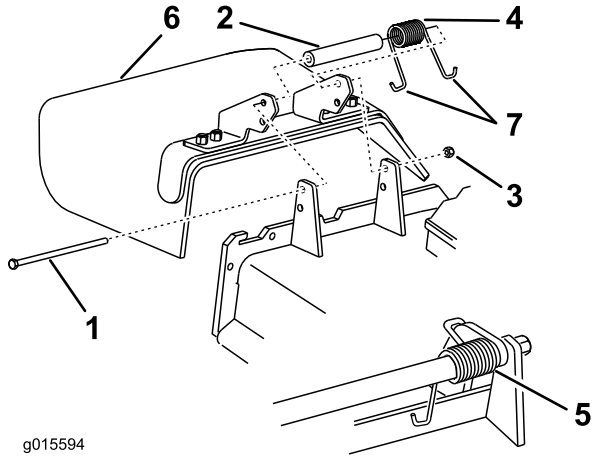

Figur 97
1. Ta bort låsmuttern, skruven, fjädern och distansbrickan som håller fast gräsriktaren på tappfästena (Figur 97). Ta bort den skadade eller slitna gräsriktaren.
Obs: Se till att fjäderns ena **J**-ände sitter bakom däckkanten innan du monterar skruven enligt Figur 97.
3. Montera skruven och muttern. Placera fjäderns ena **J**-formade ände runt gräsriktaren (Figur 97).